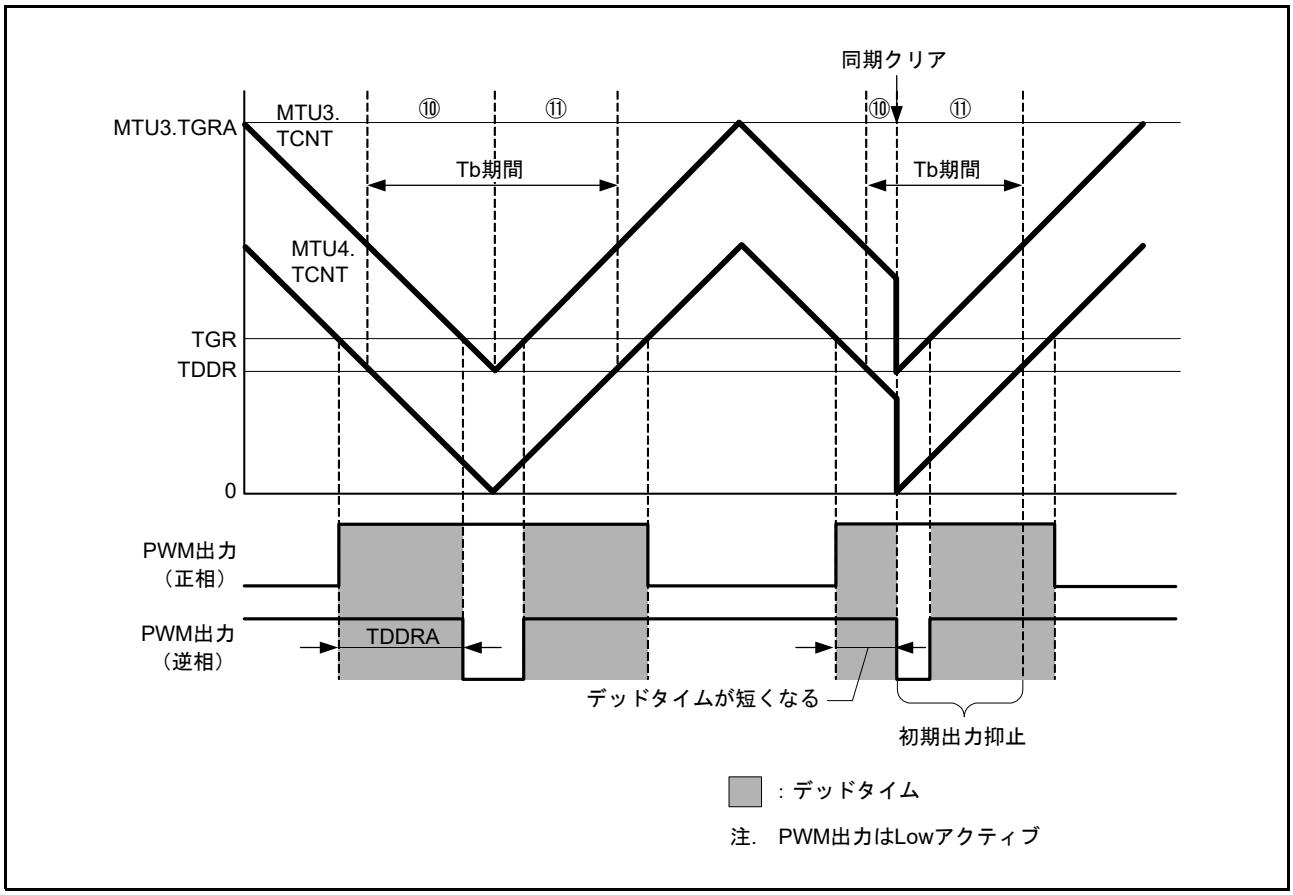

図 22.149　同期クリア例 (条件 1 の場合)
条件 1　初期出力の抑止期間⑩にて、PWM 出力がデッドタイム期間中に、同期クリアした場合（図 22.149 参照）